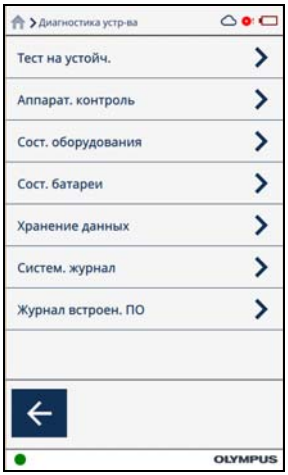

Рис. 4-22 Экран Диагностика устройства
- Нажмите кнопку **Диагностика** ( ) на **Панели меню** для отображения экрана **Диагностика устр-ва** (см. Рис. 4-22 на стр. 132).